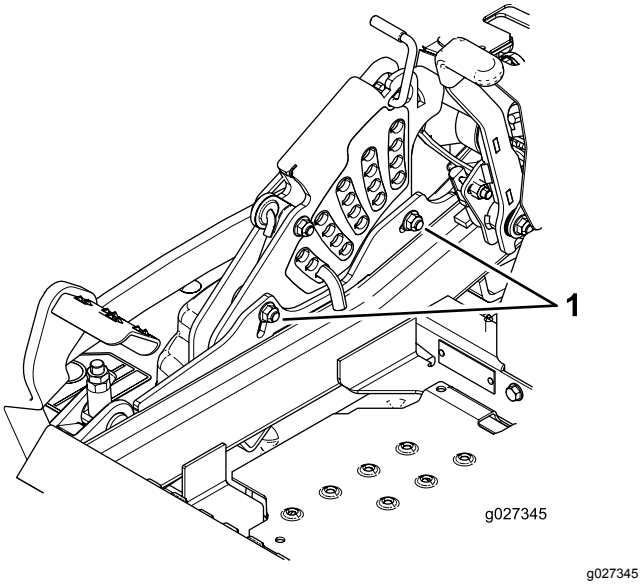

**Figuur 98**
11. Om het enkelpuntssysteem af te stellen, moet u de 2 bouten onderaan de maaihoogteplaat losdraaien (Figuur 98).
13. Draai de 2 bouten aan de onderzijde van de maaihoogteplaat vast (Figuur 98).